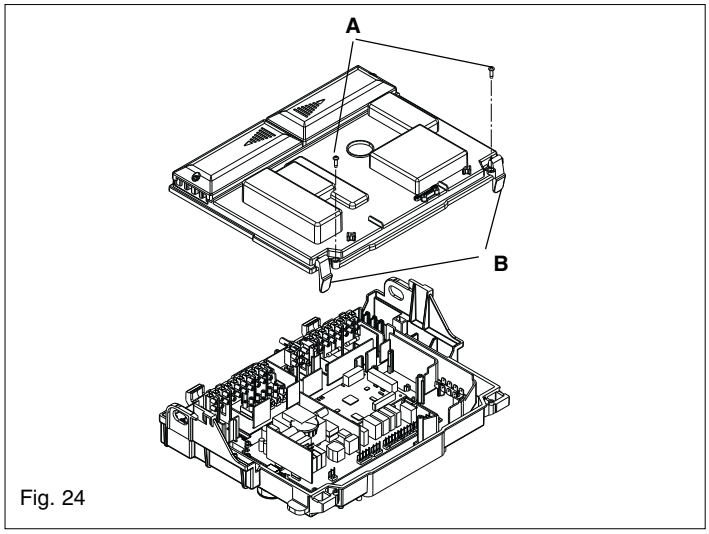

Fig. 24
6.11 PRINTED CIRCUIT BOARD (fig. 24)